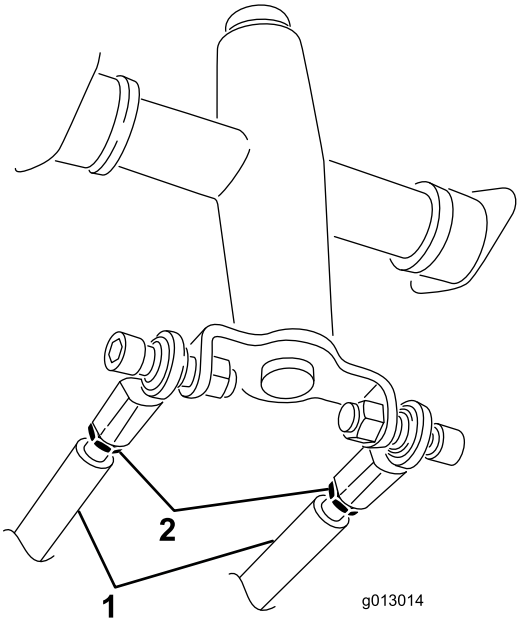

**Figuur 52**
3. Draai de contramoeren op de tractiestangen onder het bedieningspaneel los (Figuur 52).